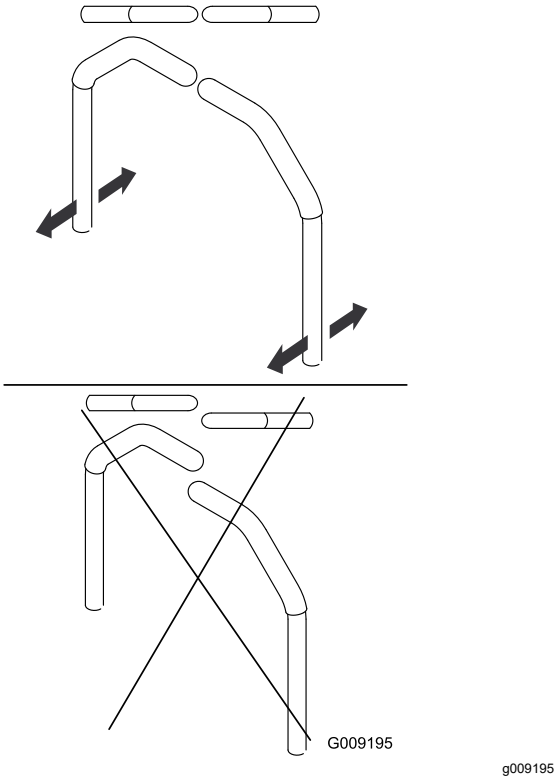

**Figuur 59**
3. Stel de lengtestand van de handgrepen in door ze samen te brengen in de NEUTRALE STAND en te schuiven tot ze naast elkaar staan (Figuur 59).